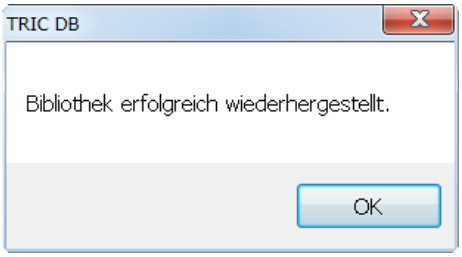

Bild 27.23 – Erfolgsmeldung nach Wiederherstellung eines Bibliotheksarchivs
- Bestätigen Sie, so wird die Bibliothek wiederhergestellt, was bei umfangreichen Dateien einige Minuten in Anspruch nehmen kann. Schließlich erhalten Sie die Erfolgsmeldung (Abb. 27.23).